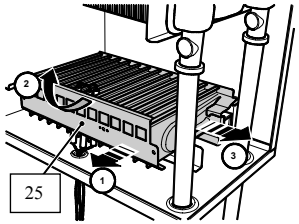

Fig. 7.3
7. Remove the burner (Fig. 7.3) taking it out by the left, rotating it up and sliding it forwards
7. Извлеките горелку (рис.7.3), потянув ее влево, повернув вверх и извлекая ее лицевой частью вперед.